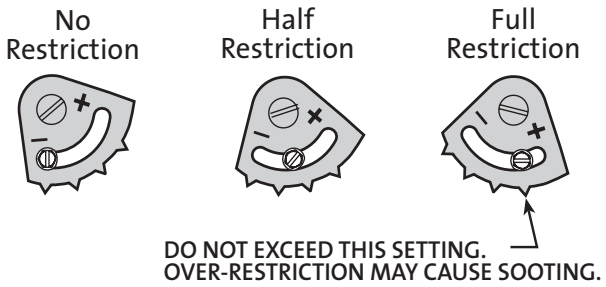
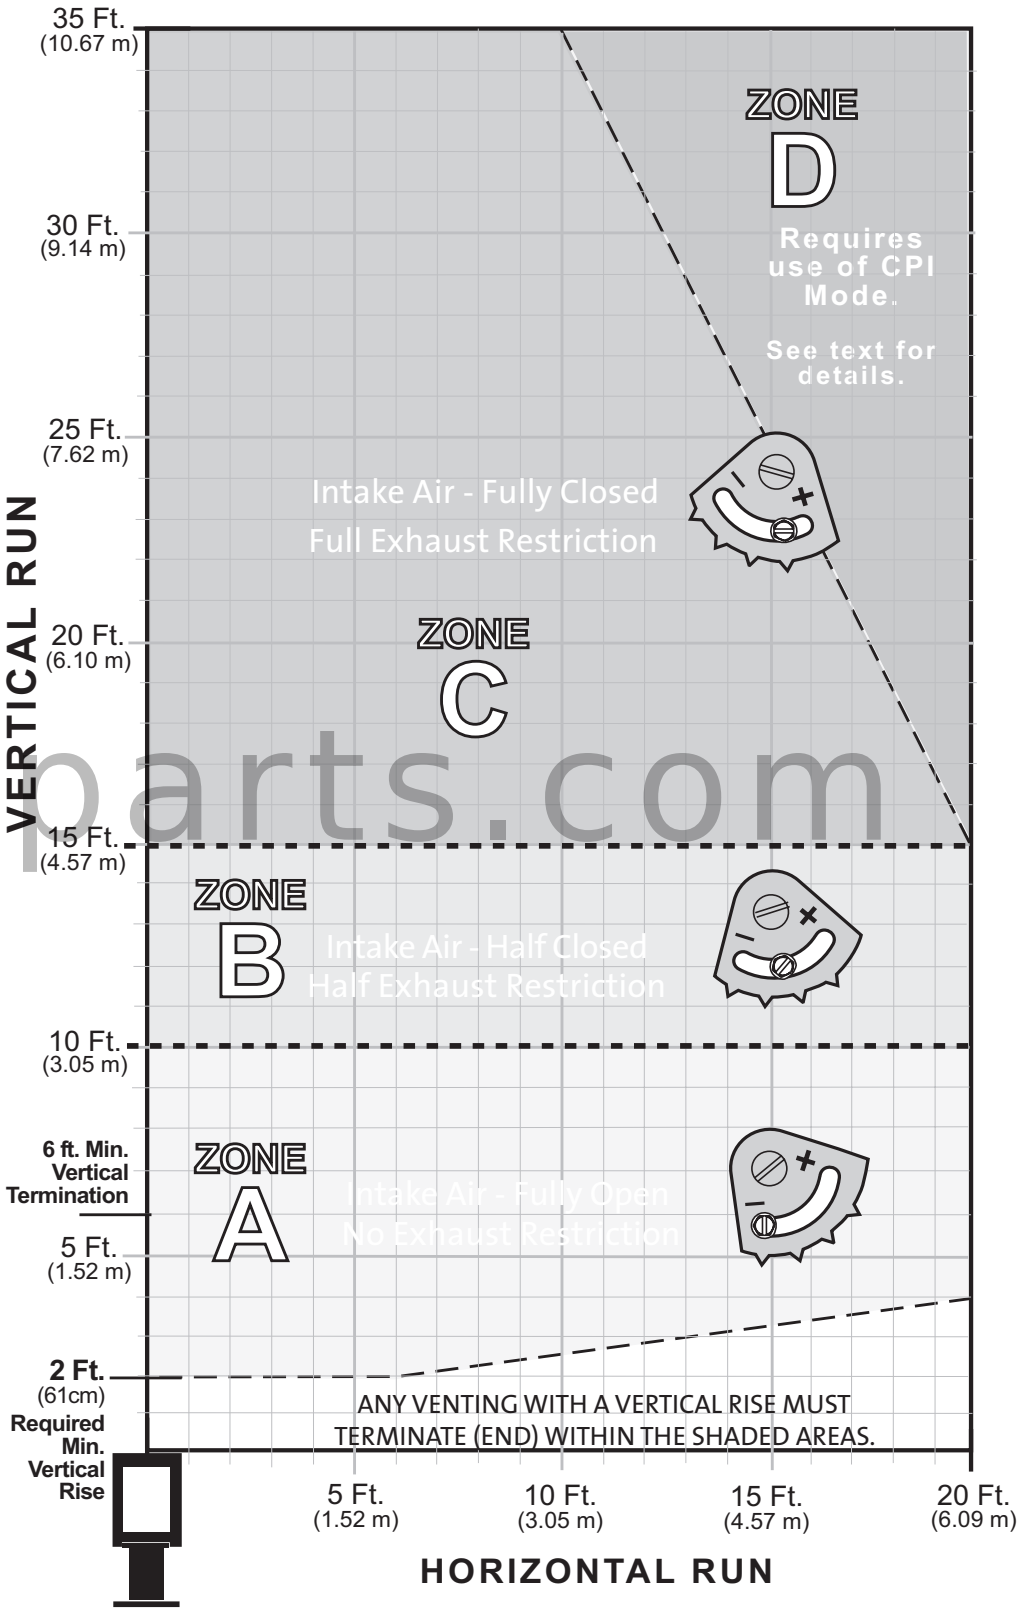

Figure 15. Exhaust Restrictor settings
Figure 17 . Vent Termination Diagram.
1. **Use the restrictor zone guidelines in the Vent Window Diagram, fig. 17**. In masonry chimney, a fireclay liner or listed steel liner, must be contained within the entire length of the chimney.
Use the Vent Termination Diagram, fig. 17, to determine which zone your vent termination falls within and make the appropriate exhaust and air intake setting adjustments. Use these settings as general guidelines to start from. The final settings will ultimately be determined by the individual characteristics of your particular installation. There are no hard and fast rules.
2. Loosen the locking screw and turn the restrictor pivot plate to the appropriate indicator point as specified in the vent window diagram, figure 17. After the burner has been operating for 15 minutes, make any further adjustment in 1/8" increments until the desired flame picture is achieved. **Do not exceed the fully closed setting as shown in fig. 15.** Operate the burner for 10-15 minutes between additional adjustments.